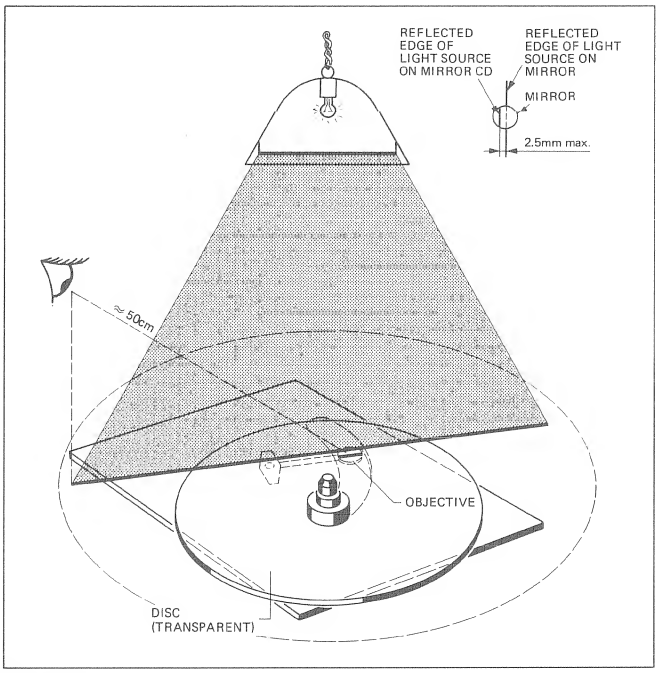
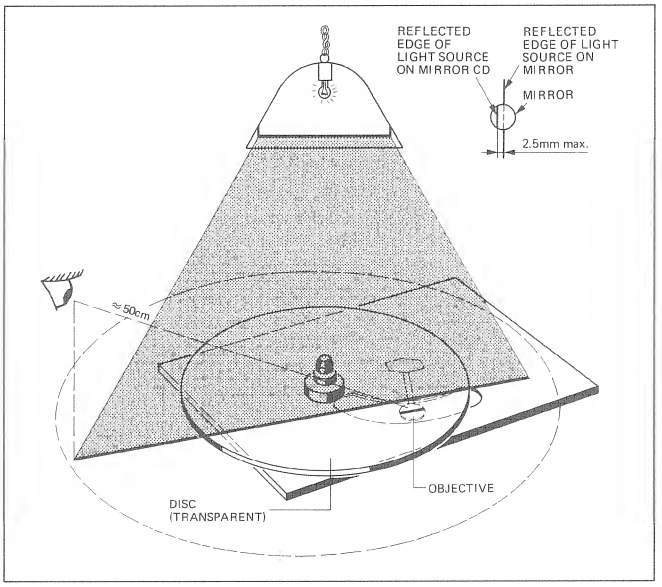

Fig. 4.5
Fig. 4.6
-> fig. 4.5 / fig. 4.6
- En regardant les deux lignes d'ombre sur le disque CD et sur le miroir (fig. 4.5), le décalage latéral ne doit pas dépasser 2,5 mm.
- Poser le mécanisme CD de manière que la ligne d'ombre soit perpendiculaire au bras palpeur mais passe par le centre du miroir sur l'optique à laser (fig. 4.6).